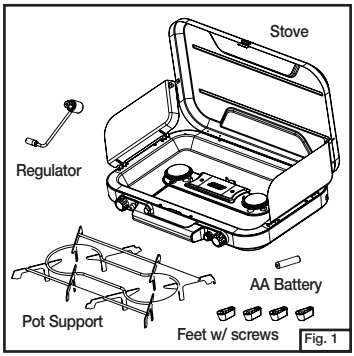

Fig. 1
- **Remove components from carton. (Fig. 1)**